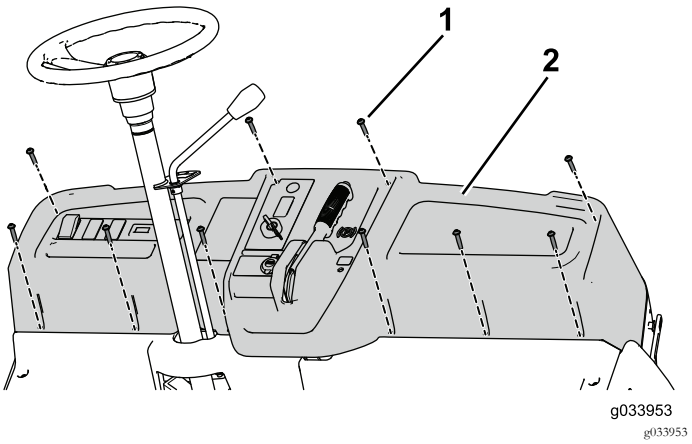

Figur 61
3. Fjern de ti skruer (1/4 x 1-1/4 tommer) for delvist at fjerne instrumentbrættet og frakoble parkeringsbremsen (Figur 61).